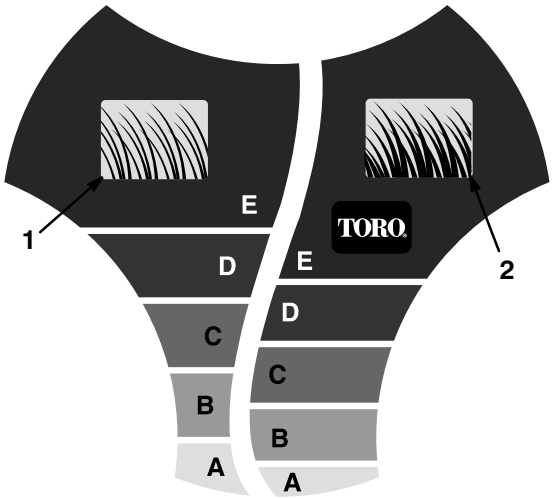

Abbildung 15
Die *SmartWheel*-Vorrichtung hat zwei Schneidskalen — *SPARSE/NORMAL* (spärlich/normal) und *LUSH* (üppig) — zur Sicherstellung der optimalen Schnitthöheneinstellung bei allen Mähbedingungen (Abb. 15). Die *SPARSE/NORMAL*-Skala wird während der warmen Sommersaison für die Mehrzahl der Mäharbeiten verwendet. Die *LUSH*-Skala ist für dickes, feuchtes, saftiges Gras gedacht, das meistens im Frühling wächst.
1. Bevor der Motor gestartet wird, den Rasenmäher auf das Gras schieben. Den Rasenmäher nicht weiter schieben, wenn die Buchstaben an der *SmartWheel*™ -Konstruktion am linken Hinterrad aufrecht stehen (Abb. 15).
2. Die Spitzen der Grashalme mit den Buchstaben an der *SmartWheel*-Konstruktion (Abb. 15) vergleichen. Der Buchstabe an der *SmartWheel*-Vorrichtung, der den Spitzen der Grashalme entspricht, ist die richtige Schnitthöhe.